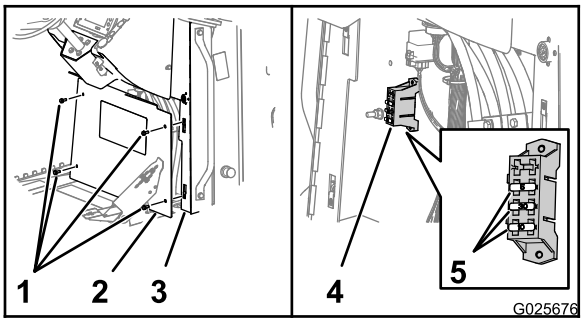

Bild 80
3. Entfernen Sie die vier Sechskantbundkopfschrauben (5/16" x 3"), mit denen die Abdeckung am Bedienfeld befestigt ist, und nehmen Sie die Abdeckung ab (Bild 80).
4. Ermitteln Sie die offene Sicherung und wechseln Sie sie mit einer Sicherung des passendes Typs und der entsprechenden Amperezahl aus (Bild 80).
6. Fluchten Sie das Loch in der Abdeckung mit den Mutterclips an den Flanschen des Bedienfelds aus (Bild 80).